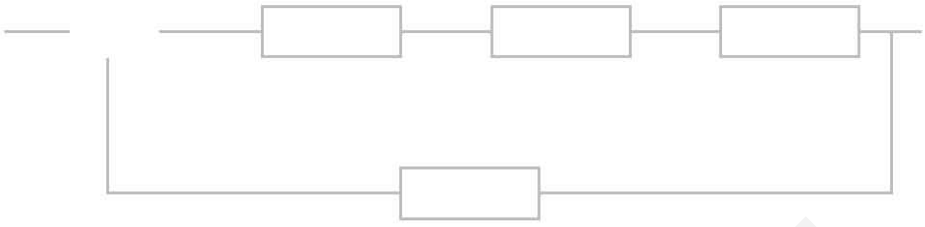

图 4–15 另一种水位自动控制系统未完成的框图
2.结合前面的技术试验，即另一种水位自动控制系统，在下面的未完成的框图（图 4–15）中，做好所有该做的工作。